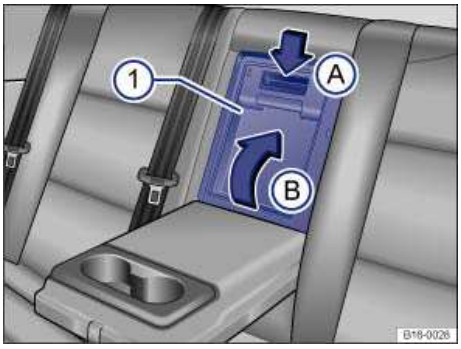

Fig. 86 In the rear seat backrest: Opening the luggage compartment pass-through.
- Push down the release button ⇒ fig. 86 (A) and fold the pass-through cover (1) down into the luggage compartment (B).